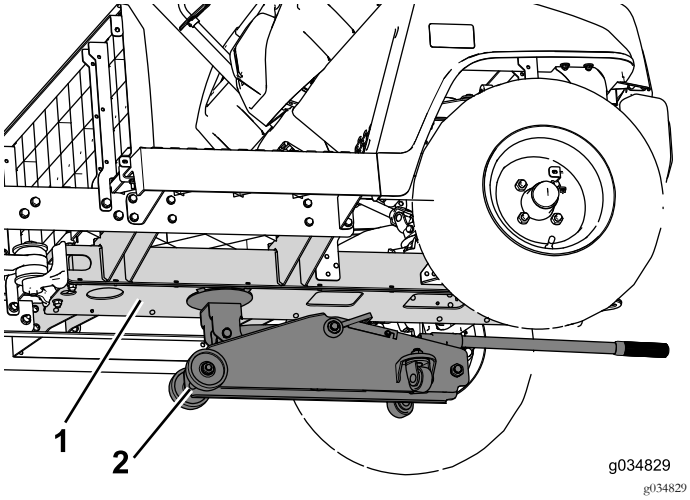

Figura 63
2. Utilizzate un martinetto sotto il canale centrale per sostenere la parte anteriore della macchina (Figura 63).